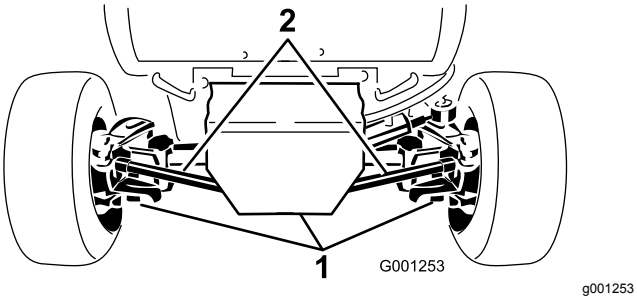

Figuur 59
2. Maak het gebied rond de 3 aftappluggen (Figuur 59) schoon.